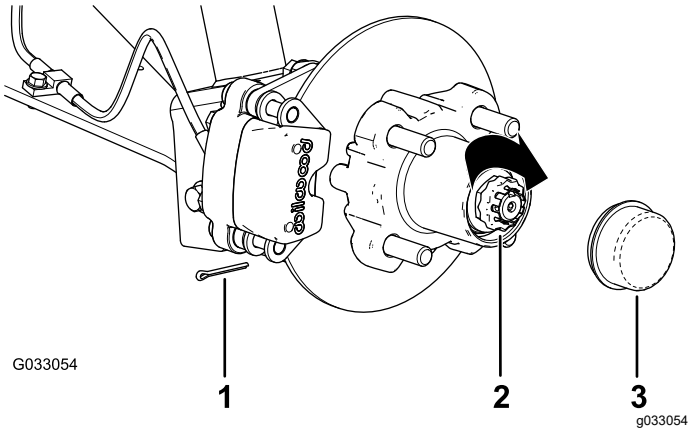

Figur 32
8. Monter holderen over mutteren og sjekk at sporet i holderen er innrettet med hullet i spindelen for hårnålssplinten (Figur 32).
9. Monter hårnålssplinten og bøy begge beina rundt holderen (Figur 32).
10. Monter støvkoppen på navet (Figur 32).